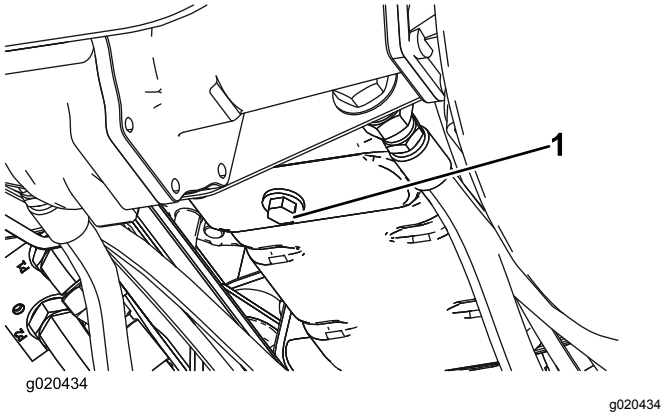

Figur 54
1. Ta bort avtappningspluggen (Figur 54) och låt oljan rinna ned i ett avtappningskärl. Sätt tillbaka avtappningspluggen när oljan har slutat rinna.